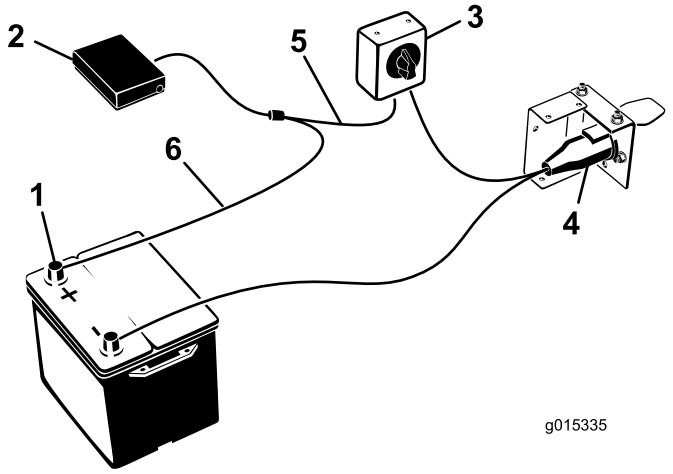

Figur 11
7. Monter ledningsnettet på komponenterne (Figur 11) således:
8. Monter laststyreenheden på laststyrebeslaget med de (2) vedlagte skruer og Tinnerman-møtrikker.